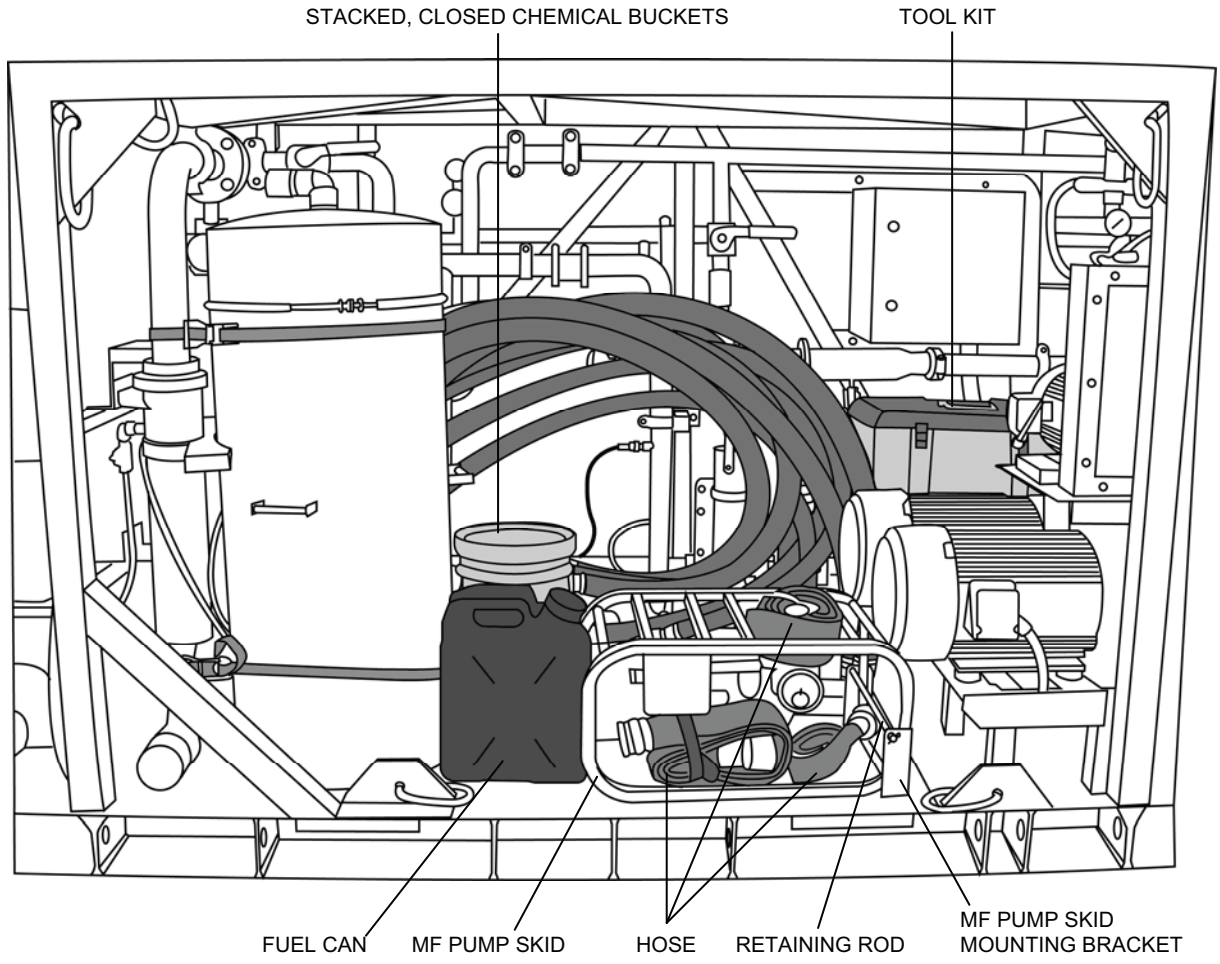

Figure 16. Equipment Area Packout 3.
7. Place the three short rolled-up discharge hoses inside the pump skid (Figure 16).
8. Stack the bisulfite and low pH cleaner on top of each other next to the cyclone separator and place the fuel can in front of them (Figure 16).
9. Place the operator's tool kit on top of the inside high pressure pump motor (Figure 16).